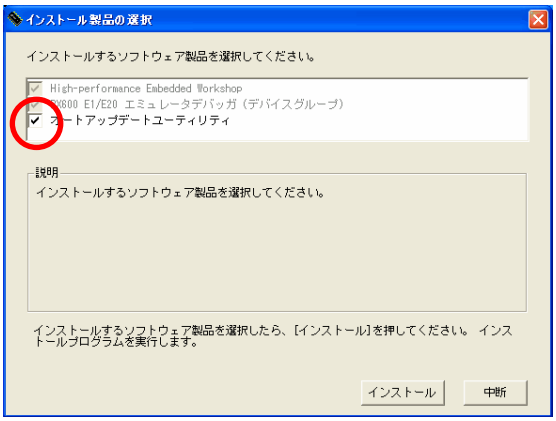

図 3.4　インストール製品の選択(ソフトウェア)
(5) 図 3.4のように[インストール製品の選択]ダイアログボックスが表示されたら、インストールするソフトウェア製品を選択して[インストール]ボタンを押してください。